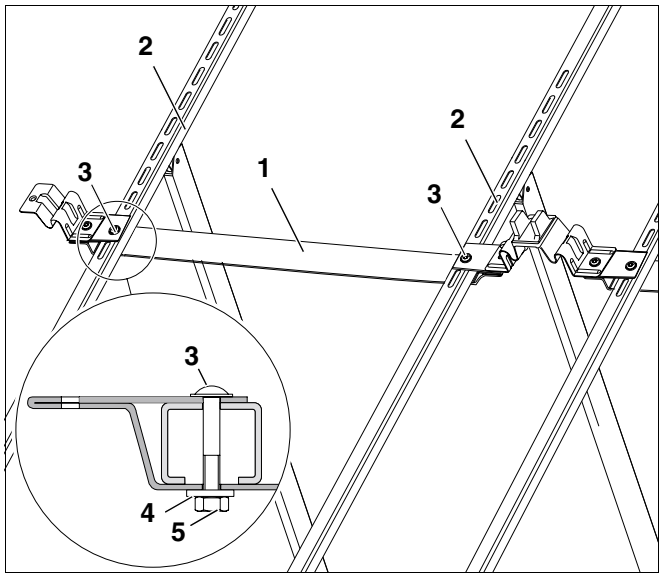

Afb. 34 Bijkomende houder monteren
- Schuif de afstandsband (afb. 34, **pos. 1**) tussen de collectorsteunen (afb. 34, **pos. 2**).
- Bevestig de afstandsband langs boven in de 17e lange bevestigingsopening (wanneer die niet vrij is, langs boven in de 16e lange bevestigingsopening) met schroeven met bolle kop M8 × 50 (afb. 34, **pos. 3**) met moeren (afb. 34, **pos. 5**) en vulringen (afb. 34, **pos. 4**).